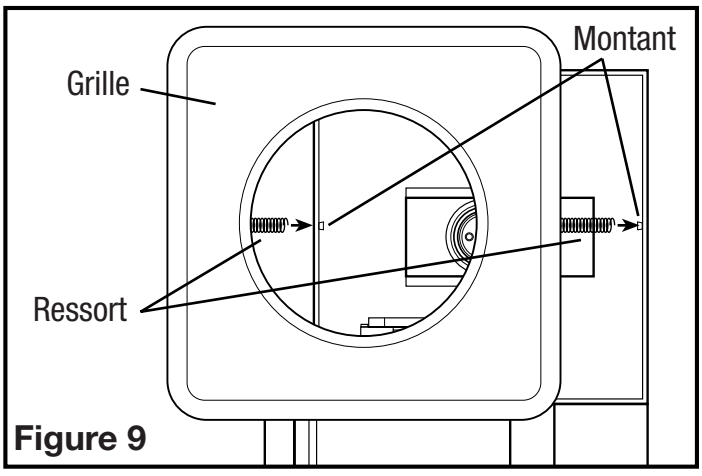

Figure 9
2. Remove grill from carton and attach springs from grill to posts on either side of housing **(Figure 9)**.